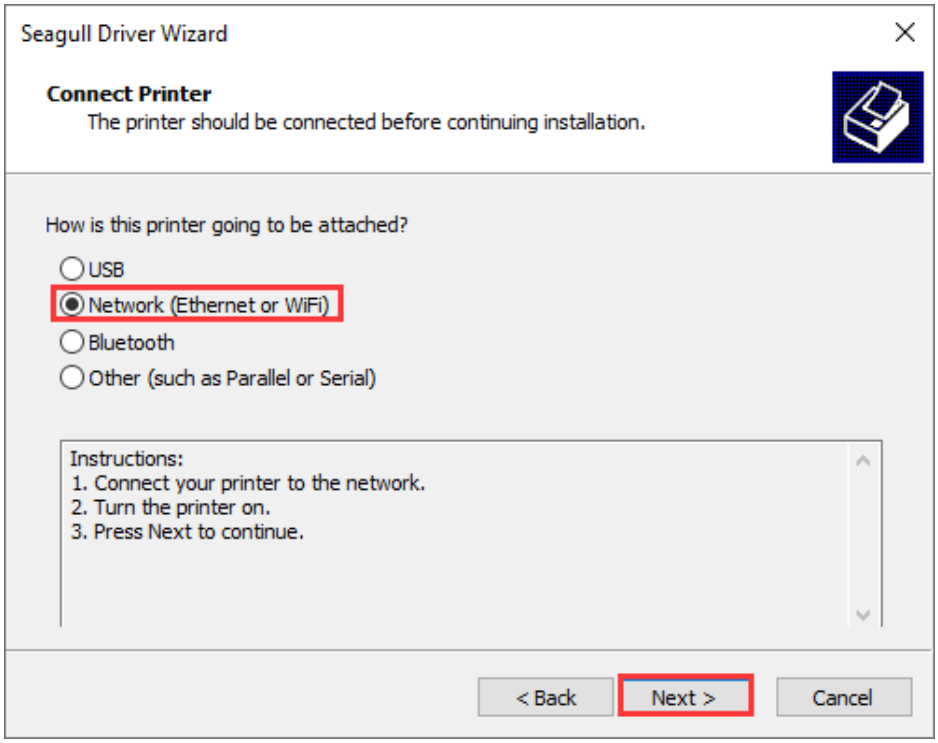

Figure 2-33 Connect Printer Screen
3. On the "Connect Printer" screen, select "Network (Ethernet or WiFi)", and then click "Next", as shown in Figure 2-33.